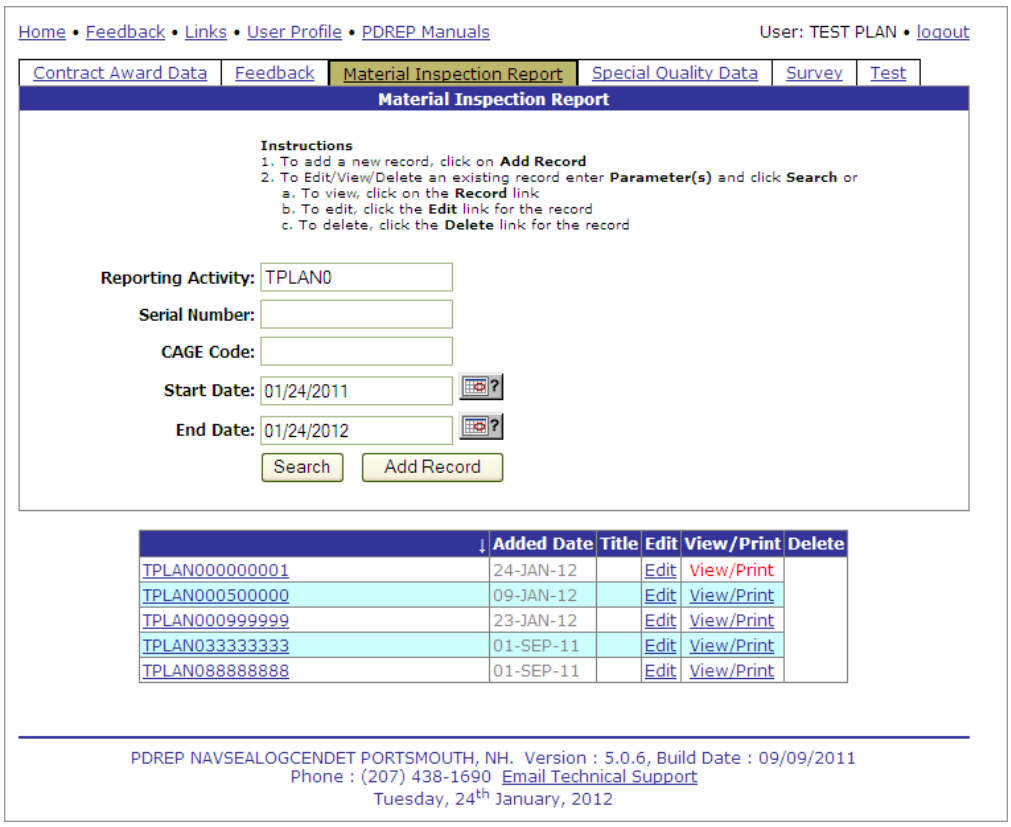

Figure 5.2
d. A list of MIRs will appear below the search criteria entered (see Figure 5.2).
f. From the search results shown in Figure 5.2, the user may be able to delete a MIR if their access privileges permit this. This is done by selecting the Delete link in the Delete column.